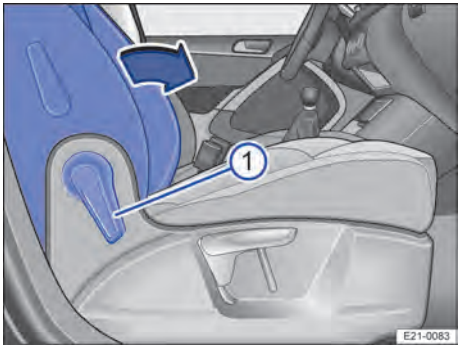

Bilde 61 Passasjersetet foran: Slå ned seteryggen.
5. Trekk hendelen → Bilde 61 ① forover for å låse opp seteryggen på passasjersetet foran.
6. Slå seteryggen på passasjersetet foran ned i vannrett stilling i pilretningen → Bilde 61.